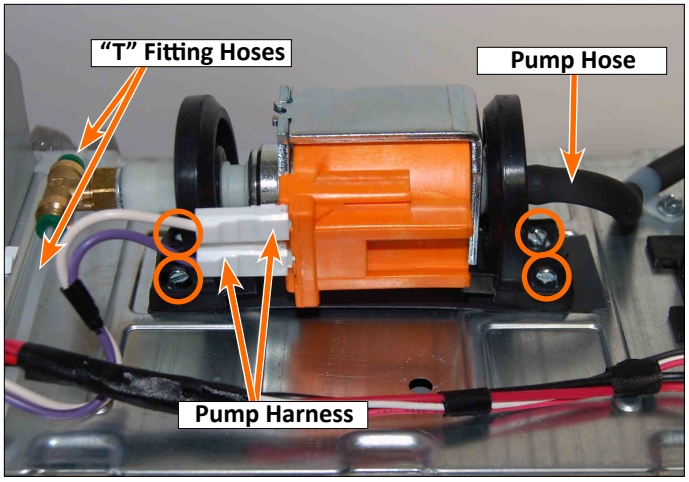

Figure 1 - Pump Assembly
5. Disconnect harness from Pump Assembly (see Figure 1).
6. Using a 1/4” nut driver, remove the four (4) screws securing the Pump Assembly to the control bracket (see Figure 1). Remove Pump Assembly from the unit.